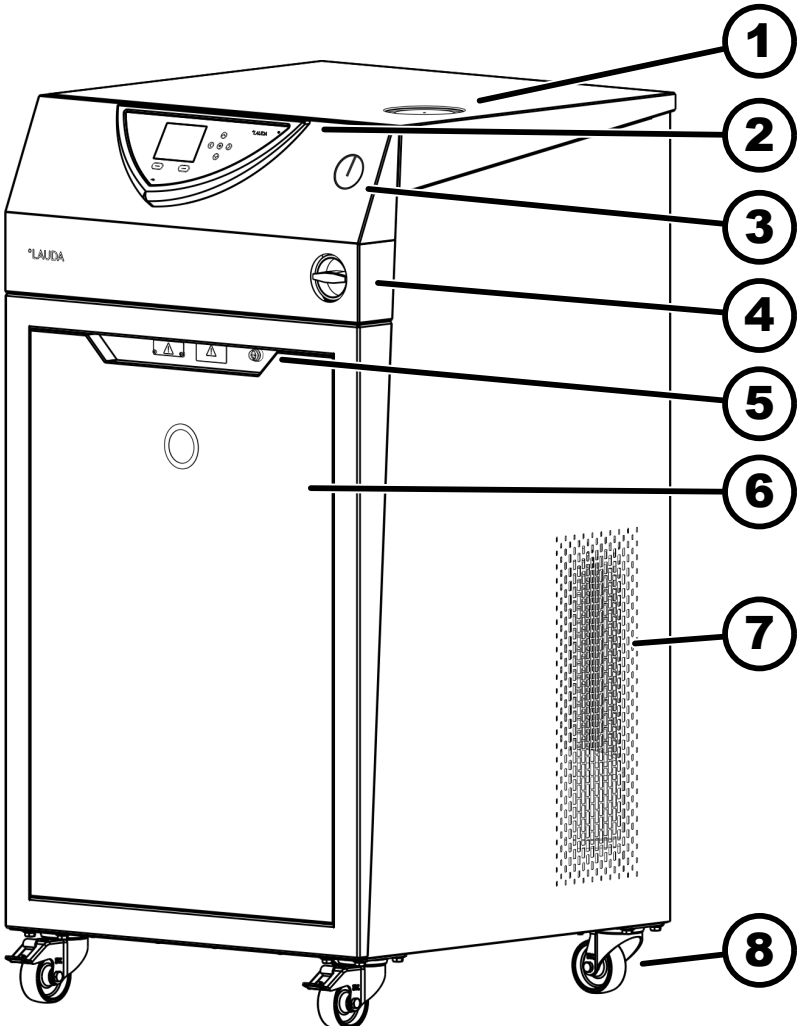

Abb. 5: Frontseite VC 10000 W
7. **Bild 5:** Kippen Sie das Gerät vorsichtig minimal auf die Seite ⑧. Entfernen Sie den Schaumstoff ⑨ auf dem das Gerät vorher stand. Auf der anderen Seite verfahren Sie ebenso.
8. **Bild 5:** Der Holzdeckel wird jetzt zur Rampe. Die schräge Seite der Rampe muss vom Gerät weg und zum Boden zeigen. Die Führungsleisten sind sichtbar. Setzen Sie die Rampe ⑩ auf die Aussparung an der Palette. Öffnen Sie die Rollenbremsen am Gerät.